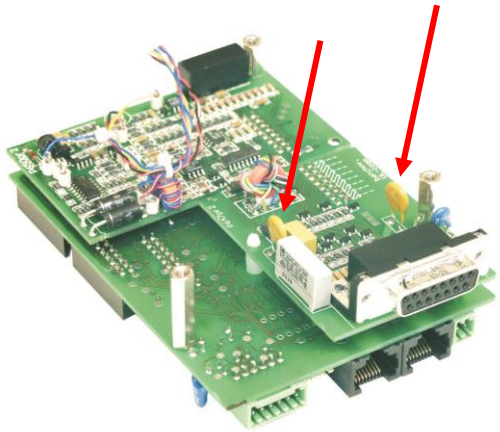

*fig 6 - 1*
- Check fuse F27_2 in series with Ø (pin 8 of CON E), see fig. 6 - 1. To check the fuse, measure the voltage between Ø and the minus output, a high voltage means too much current flowing through the fuse. F27_2 = 650 mA, self resetting.